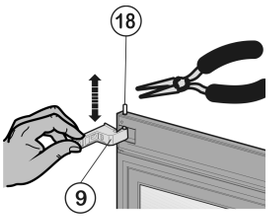

Fig. 11
- ▶ To raise the bearing pin *Fig. 11 (18)*: Move turn hinge *Fig. 11 (9)* up and down.
- ▶ Using pliers, pull out the bearing pin *Fig. 11 (18)* and set it aside.